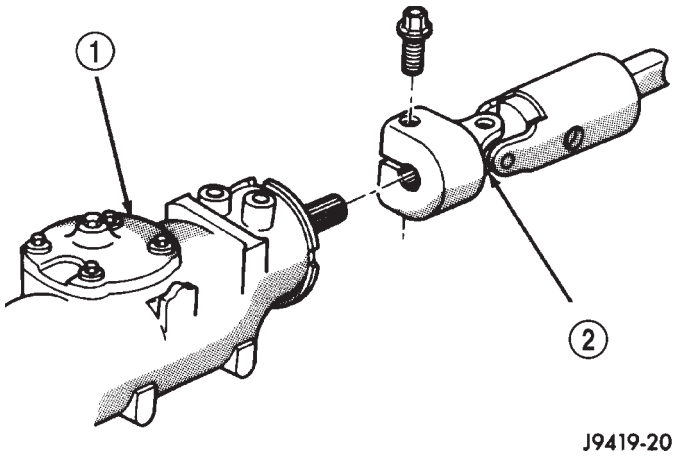

Fig. 3 Column Shaft
(1) Place the front wheels in a straight-ahead position.
(2) Disconnect and cap the fluid hoses from steering gear.
(3) Remove coupler pinch bolt at the steering gear and slide shaft off gear (Fig. 3).